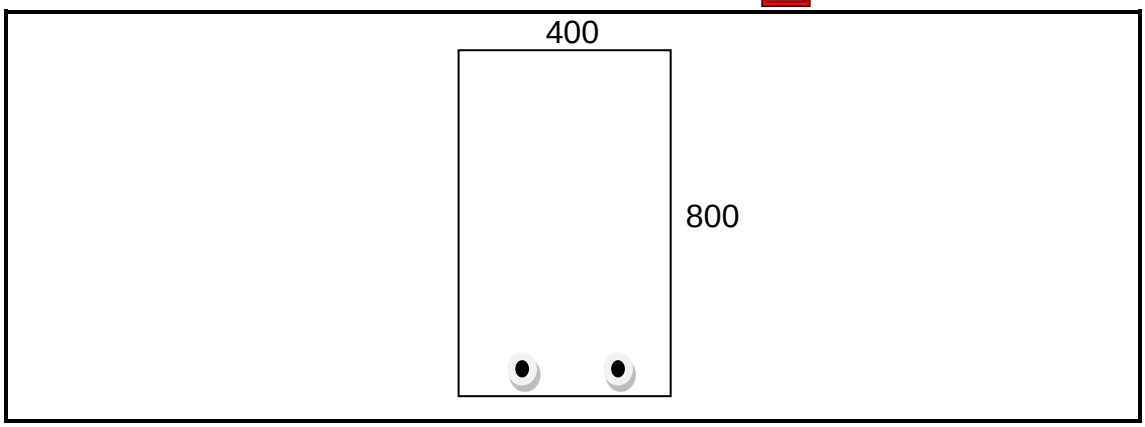

FIGUUR 1
Bereken die hoeveelheid wapeningstaal wat nodig is vir die balk in FIGUUR 1. Die sterkte van die beton is 40 MPa en die sterkte van die staal is 450 MPa. Die balk moet 'n moment van 345 kN.m weerstaan en d = 187 mm. Die waarde van X is 187,24. (3)
1.3 Bereken die hoeveelheid staal wat nodig is vir 'n vierkantige pilaar van 450 mm lank indien dit aan 'n ongefaktoriseerde las van 3 000 kN onderwerp word. Die sterkte van die beton is 25 MPa en die sterkte van die staal is 300 MPa. (4)